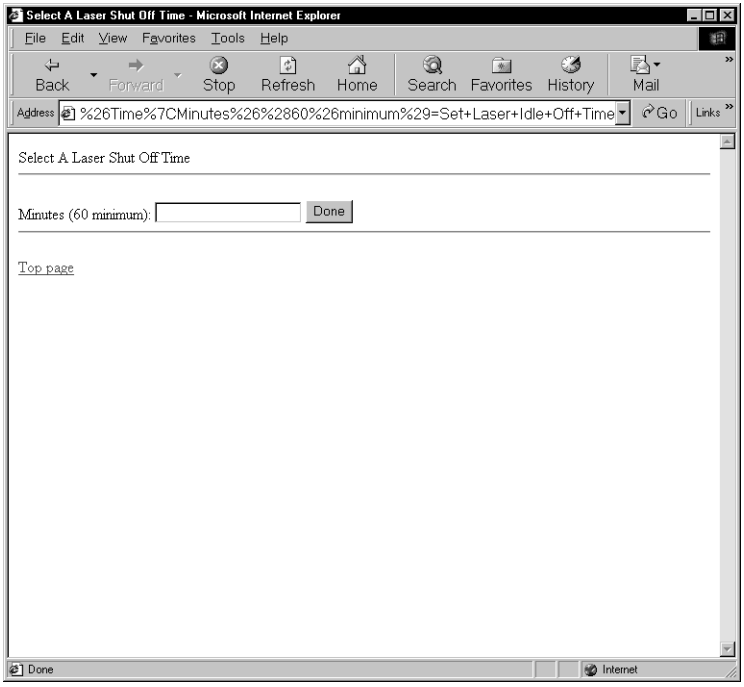

Figure 13-2. The Select A Laser Shut Off Time window.
1. In the Typhoon Direct Instrument Access window, click **Select A Laser Shut Off Time.** The Select A Laser Shut Off Time window appears (figure 13-2).